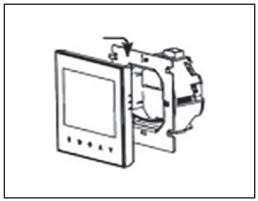

Рис. 7
6.3.3. Установите обратно переднюю панель на закрепленную монтажную пластину таким образом, чтобы 4 крючка монтажной пластины попали в отверстия и при сдвиге вниз до упора вошли в пазы передней панели *(рис. 7)*.